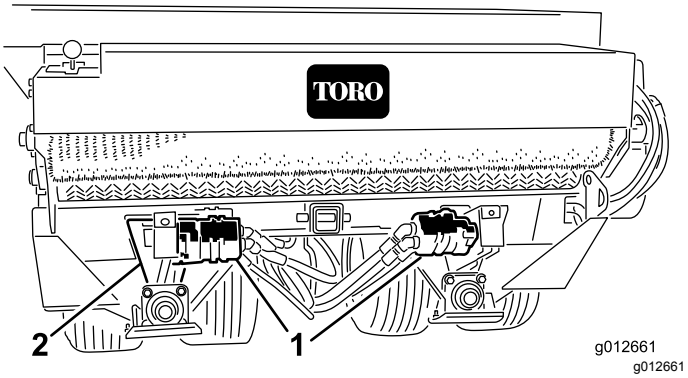

Figuur 17
2. Zet de slotbouten en moeren los waarmee de hydraulische motor/pomp aan de asdrager zit (Figuur 17).
3. Draai het tandwiel van de motor (Figuur 17) tot de aandrijfketting van de wielen een speling heeft van 3,2 mm.